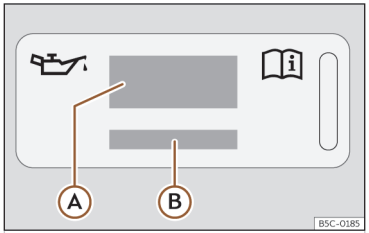
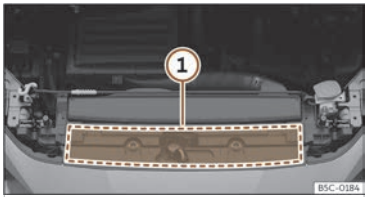

Fig. 204 En el vano motor: etiqueta de aceite de motor
Fig. 205 En el vano motor: zona de ubicación de la etiqueta de aceite de motor
Leyenda de la ››› **fig. 204**:
Si debe rellenar el aceite del motor, utilice uno de los aceites indicados en la etiqueta ››› **fig. 204**. La etiqueta con la norma prescrita se encuentra en la parte delantera en el vano motor ››› **fig. 205** ①. Si utiliza el aceite de motor recomendado, se puede corregir el nivel del llenado tantas veces como sea necesario.
- **Si falta la etiqueta con la especificación del aceite motor ››› fig. 204, póngase en contacto con un taller especializado.**